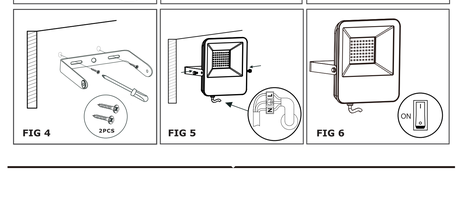

FIG 1 FIG 2 FIG 3
Remove the screw and the bracket afterward. (Figure 1)Before drilling, mark the hole position for fixing the bracket onto the wall (Screw not supplied). (Figure 2)
- Bitte bauen Sie nicht auf einer Fläche ein, in der möglich ist, Vibrationen zu entstehen. Beseitigen Sie danach die Schraube und die Klammern. (Bild 1) Bevor Sie Öffnungen bohren, bezeichnen Sie die Öffnungsposition für die Fixierung des Klammers auf der Wand (Die Schraube ist nicht bereitgestellt). (Bild 2)
*Retire el tornillo y el soporte después. (Fig. 1)